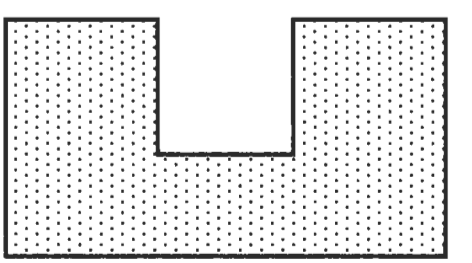

Figure 3
3. Using a dado blade on the table saw, cut a groove 5/8" wide and 3/8" deep on the inside of each piece. (See figure 3.)